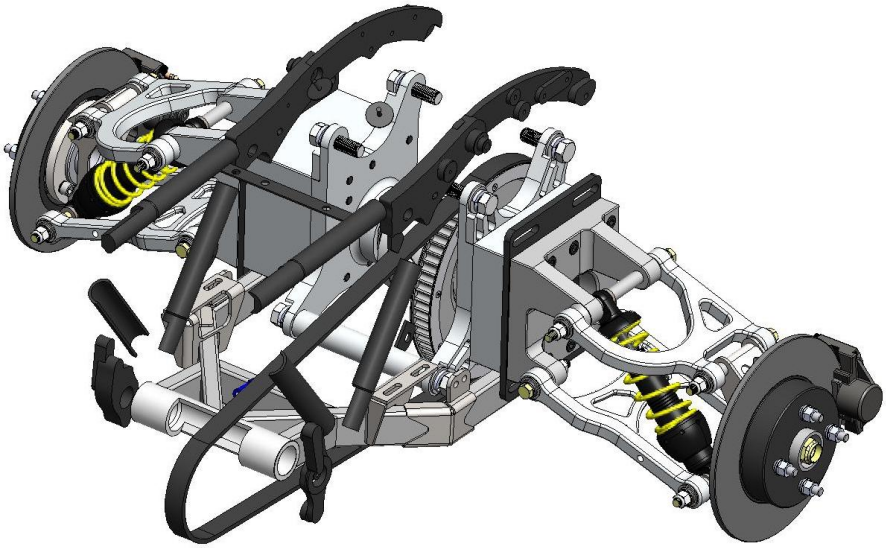

Figure 7
b. Passing the left end through the drive belt, position the unit behind vehicle. Use suitable support to help stabilize the unit. See Figure 7